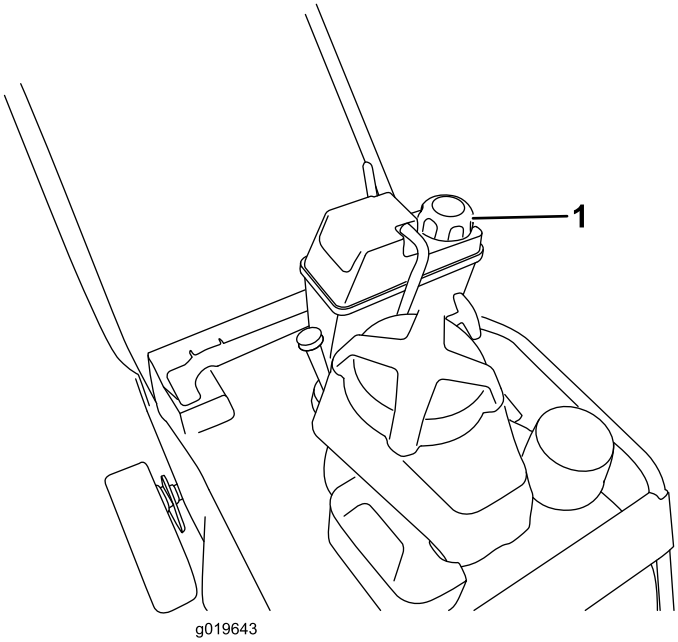

Figura 11
1. Limpie alrededor del tapón del depósito de combustible (Figura 11).